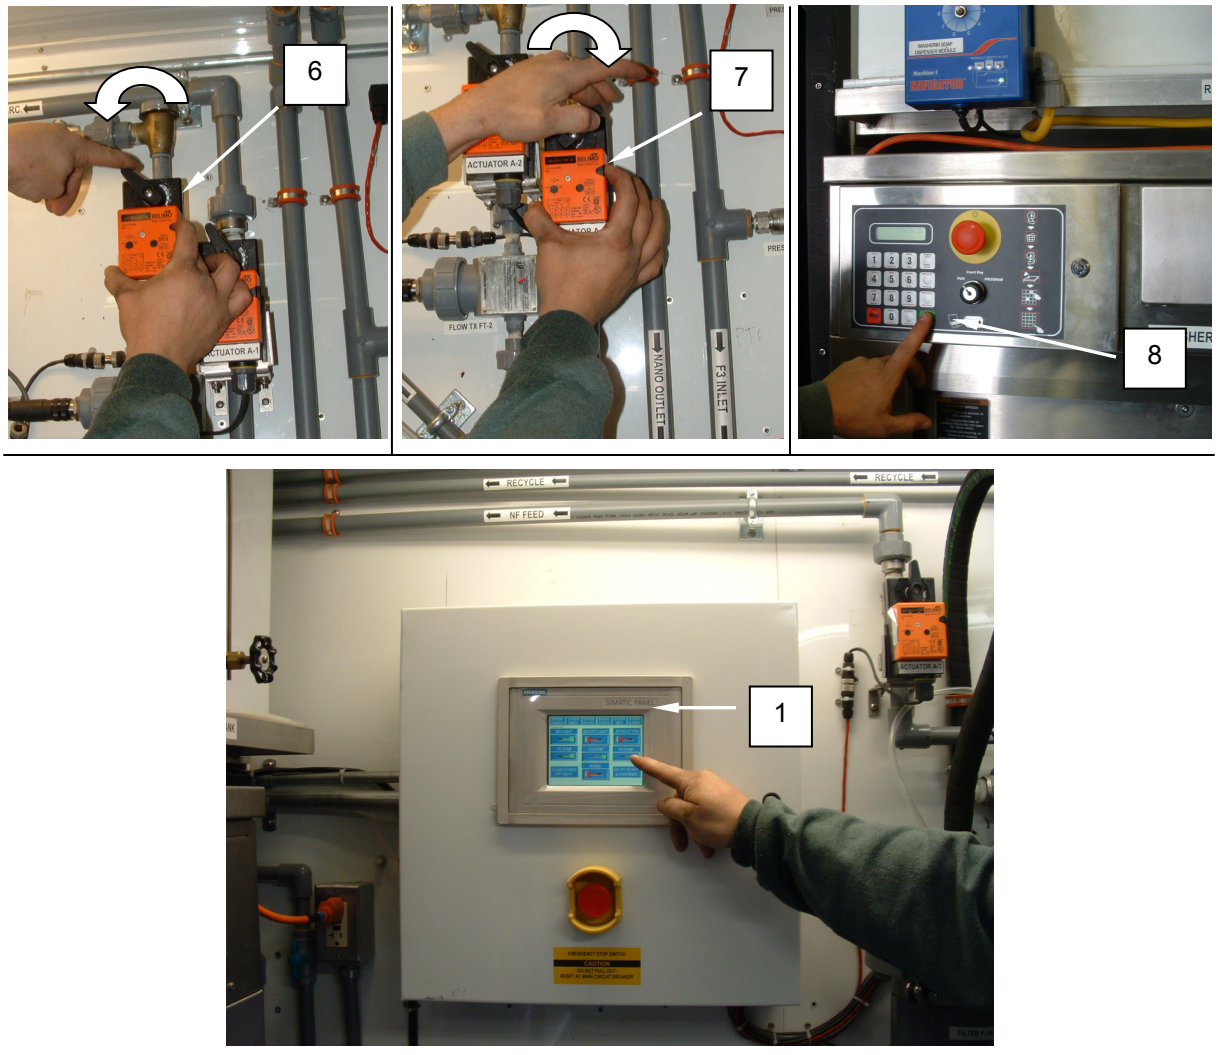

Figure 3. Water Treatment System Flush.
6. Press the valve release and manually open Actuator A-3 **(Figure 3, Item 6)**.
7. Press the valve release and manually close Actuator A-4 **(Figure 3, Item 7)**.
8. Enter cycle 31 on either one of the washers and press Start **(Figure 3, Item 8)**.
9. Monitor the P-3 loop flow at the PLC **(Figure 3, Item 1)** as it runs through the cycle. When Pump P-3 stops or sight glass on Nanofilter Feed tank is full, switch Pump P-4 ON at the PLC. Pump P-4 will start after a two-minute delay. (The entire cycle will require approximately 15-20 minutes)
10. Monitor system as it continues to run through the cycle. When Pump P-4 stops, switch pump P-4 OFF at the PLC **(Figure 3, Item 1)**.